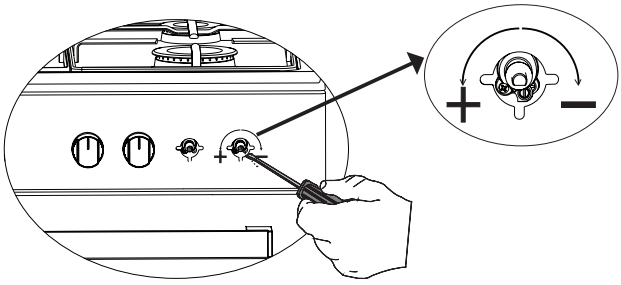

Figura 5
**2.** Con l'aiuto di un cacciavite di dimensioni adeguate, stringere/allentare la vite di regolazione del gas (Vedere figura 5). Ciò consente alla fiamma nella posizione bassa di aumentare o diminuire. Regolare l'impostazione del gas in modo che la lunghezza della fiamma sia di almeno 4 mm.